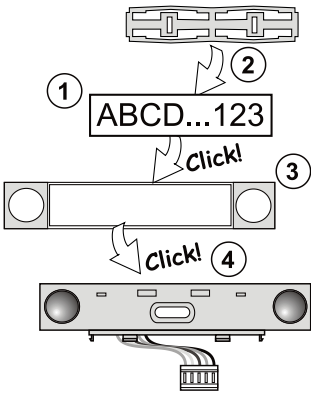

Figure 3 : Insertion d'une étiquette dans un segment de commande
7. Connectez les fils des segments au connecteur interne du module (5).
a. Lorsque le composant est mis en marche, le bouton d'activation jaune rétroéclairé (3) se met à clignoter de manière répétée pour indiquer que le module n'a pas été inscrit dans le système.
c. Appuyez sur le bouton d'activation rétroéclairé (3) - le module d'accès est ainsi inscrit et l'indicateur LED jaune s'éteint.
10. Lorsque vous avez terminé l'installation, insérez des étiquettes descriptives sur les couvercles transparents des segments et fermez-les, voir figure 3. L'impression des étiquettes est un armement partiel du logiciel F-Link (fenêtre ***Dispositifs***, à la position du module - ***Paramètres internes***).
- *Le module peut également être inscrit au système en saisissant son code de production (7) dans le logiciel F-Link ou à l'aide d'un lecteur de code-barres.*